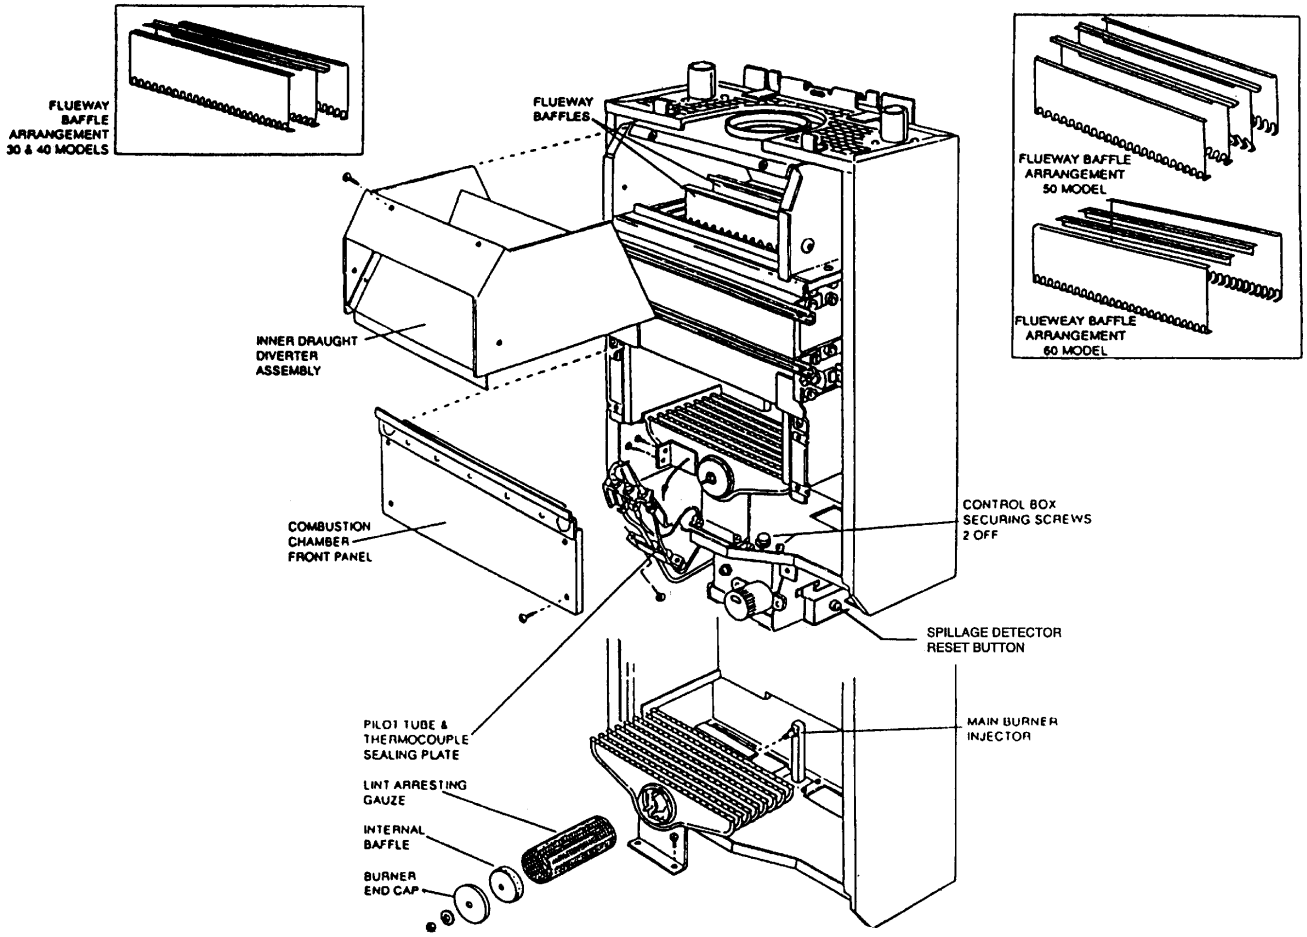

Figure 21 PREPARING THE BOILER FOR SERVICING
See Fig 21
E. Remove the four securing screws and withdraw the inner draught diverter assembly from the mouth of the draught diverter. See Fig 21.
E. Unscrew the MS nut securing the burner cap and remove end cap. Withdraw the internal baffle and gauze from within burner. See Fig 21. Thoroughly clean the gauze using a brush or vacuum cleaner. Clean all deposits from the surface of the burner flame strip with soft brush or vacuum cleaner and ensure there is no fluff in the entry of the burner venturi.
Working from above and below the heat exchanger use a suitable brush and remove all deposits from between the fins. When cleaning the front flueway protect the insulation inside the upper front panel by passing the front baffle into the flueway as illustrated in FIG. 21 B.
Refit the main burner ensuring it is correctly engaged onto the rear injector. Replacement of the other components is the reverse of removal. Ensure that the flueway baffles are refitted as illustrated in Fig 21 and the sealing plate and split grommets form a tight seal around the pilot tube and thermocouple capillary.
Refer to Fig 21 and carry out the following
c Access to the pump over-run thermostat is made easier by separating the upper assembly of the control box from the boiler base. This is done by removing the two hexagonal head screws identified in Fig 21 Tilt the upper assembly and disconnect the electrical wiring from the thermostat as follows:-
e Access to the boiler thermostat is made easier by separating the upper assembly of the control box from the boiler base. This is done by removing the two hexagonal head screws identified in Fig. 21.Tilt the upper assembly and disconnect the electrical connections from the rear of the thermostat as follows:-